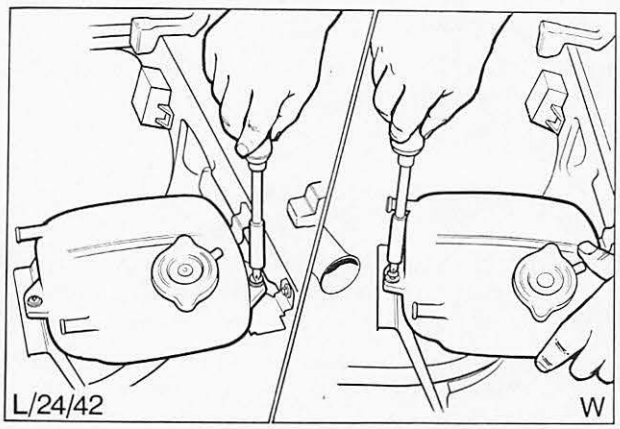

Abb. 26 Befestigungsschrauben des Ausgleichbehälters am Halter lösen
6. Ausgleichbehälter von Halterung abschrauben, Abb. 26.